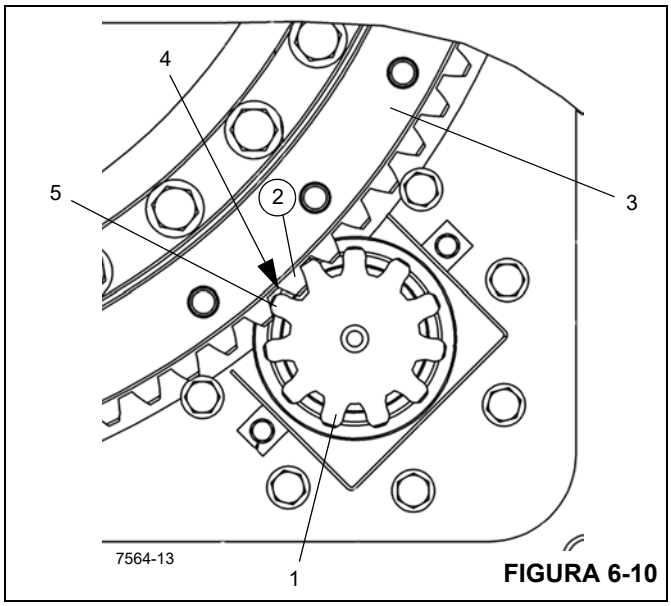

FIGURA 6-10
6. Instale el piñón del mecanismo de giro (1, Figura 6-10) de modo que los dientes del engranaje del piñón impulsor se alineen con los dientes de punto alto (excentricidad máxima) (2) en el cojinete de la torreta (3).
El punto alto o la máxima excentricidad del cojinete de la torreta se identifica en fábrica mediante tres dientes de engranajes consecutivos en el cojinete de la torreta como el punto alto. El diente uno y el tres están estampados en el acero (1, Figura 6-9) con una marca en las partes superior e inferior de los dientes de engranaje. Utilice estos tres dientes de engranaje cuando se instale el mando de giro y se revise el juego entre dientes que se muestra en la Figura 6-10.
7. Revise el juego entre dientes (4, Figura 6-10) con un suplemento de 0.203 mm (0.008 pulg) de grosor entre los dientes del engranaje del piñón impulsor (5) y los dientes de engranaje de punto alto (excentricidad máxima) (2) en el cojinete de la torreta.
NOTA: Si se va a instalar un cojinete (3, Figura 6-10) nuevo, será necesario instalar también un piñón (1) nuevo.